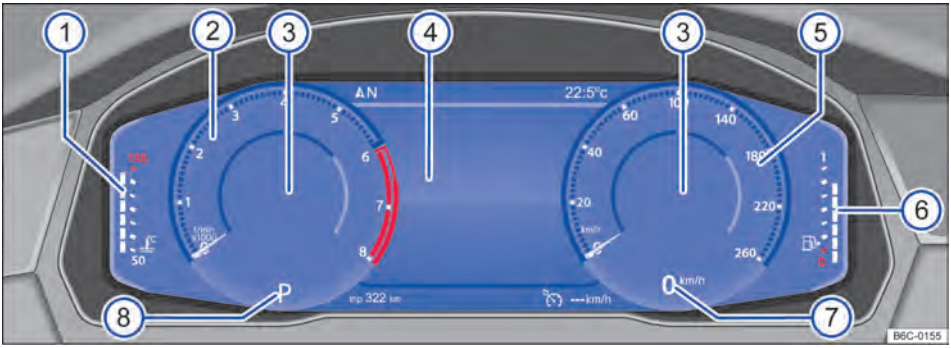

Fig. 10 Active Info Display (variante 1) no painel de instrumentos.
Explicações sobre os instrumentos → Fig. 10:
Dependendo da versão do rádio e do perfil de informação selecionado, o Active Info Display mostra informações adicionais no centro de instrumentos redondos → Fig. 10 ③.